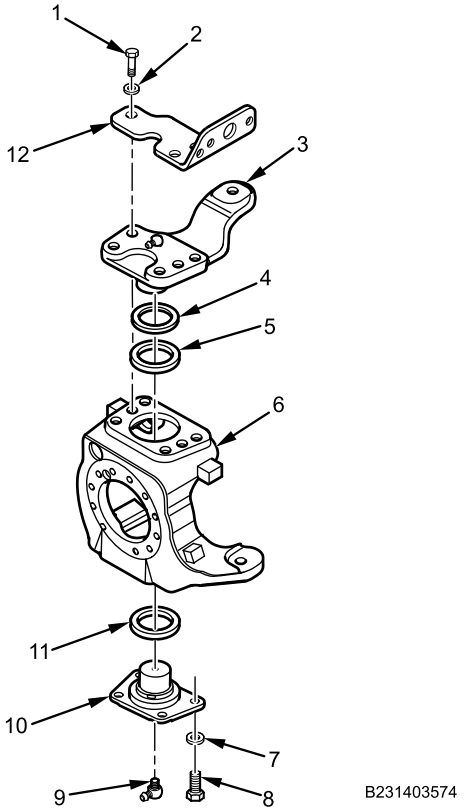

Figure 9. Steering Knuckle.
2. Install shims (Figure 9, Item 5) and new oil seal (Figure 9, Item 4) against base of steering arm (Figure 9, Item 3).
3. Install steering arm (or upper king pin cap for right side) (Figure 9, Item 3) and brake chamber bracket (Figure 9, Item 12) on steering knuckle (Figure 9, Item 6) with five bolts (Figure 9, Item 1) and washers (Figure 9, Item 2). Do not torque bolts at this time.
4. Pack thrust bearing (Figure 9, Item 11) with grease and install bearing on lower steering knuckle cap (Figure 9, Item 10).
6. Apply thread sealing compound to threads on four lower steering knuckle cap bolts (Figure 9, Item 8).
7. Install lower steering knuckle cap (Figure 9, Item 10) onto steering knuckle (Figure 9, Item 6) with four bolts (Figure 9, Item 8) and washers (Figure 9, Item 7). Torque bolts to 310-400 lb-ft (420-542 N•m).
8. Torque steering arm bolts (Figure 9, Item 1) to 500-600 lb-ft (678-881 N•m).
9. Remove lower steering knuckle cap grease fitting (Figure 9, Item 9).